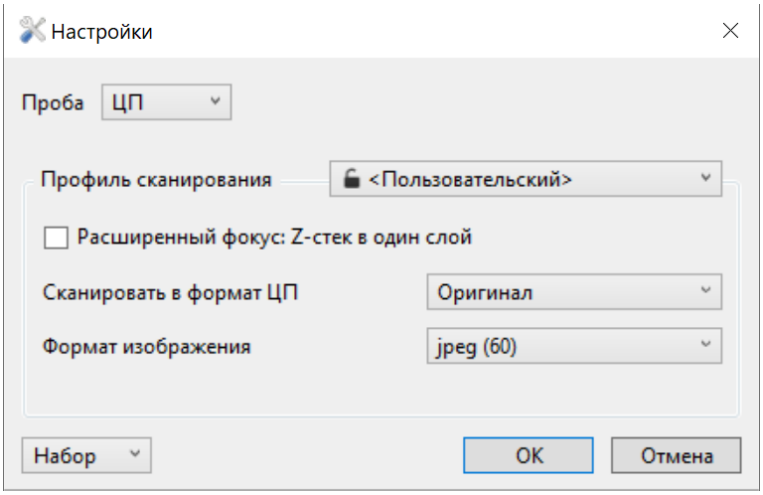

Рисунок 58 — настройки импорта
- «Настройки» — настройки импорта цифровых изображений (рисунок 58).